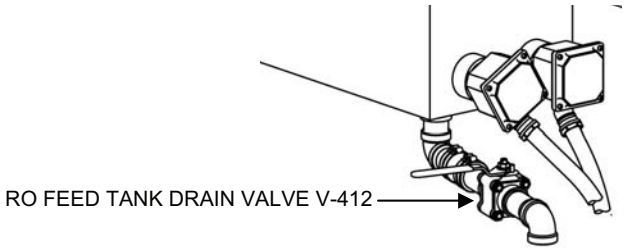

Figure 4. RO Feed Tank Drain Valve V-412.
f. Open RO Feed Tank Drain Valve V-412 after the RO feed pump shuts off (Figure 4). Close the valve when the tank is drained.
5. Open RO Feed Tank Drains V-412 and V-210 (see Figure 3 and Figure 4 for valve locations).